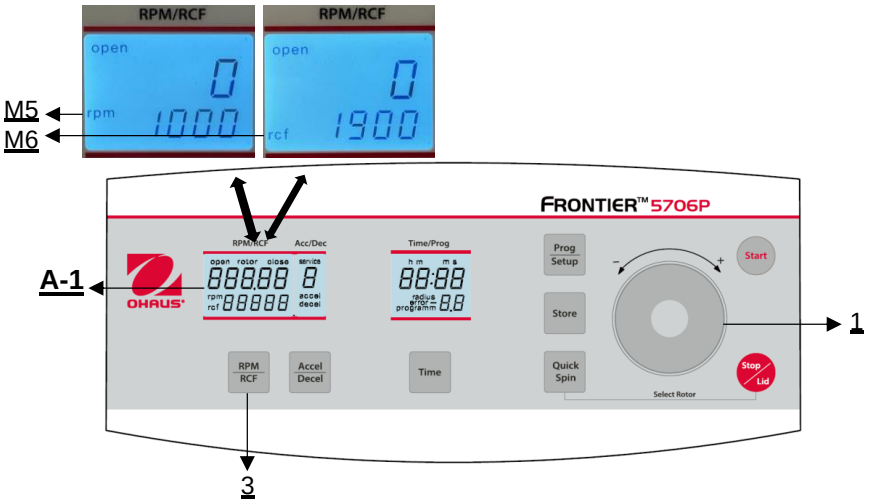

**Figure 17**
The pre-selection is activated through the key **"RPM | RCF"** (3) **(refer to Figure 17).** By pressing the key once the word **"rpm"** (M5) flashes. By pressing the key twice, the pre-selection of the centrifugal forces can be selected. Then the flashing word **"rcf"** (M6) appears. You can set the desired values with the touch wheel (1). In the display (A-1) the regulated value is shown permanently, before, during and after the run.